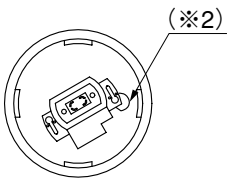

図5-3　C部詳細
- 照明用配線がはみ出ないようにしてください。取付けが不完全な場合、浸水による感電の原因になります。(図5-3参照)